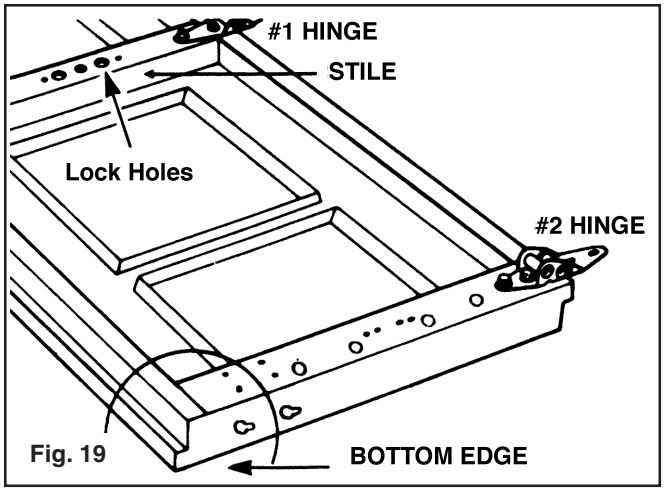

Fig. 19
**Step 7:** Place the next section face down on the saw horses. If your door is to have a lock, this section will be the one with holes in the center of the panel face. Identify the bottom edge as shown in the illustration. (FIG. 19)